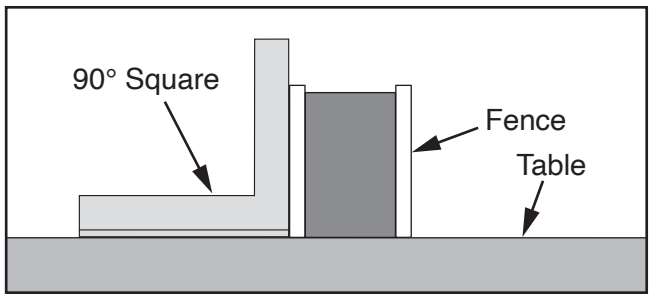

Figure 125. Checking if fence is square to table.
7. Place square on table and against face of fence, as shown in **Figure 125**, to check if fence is square to table.